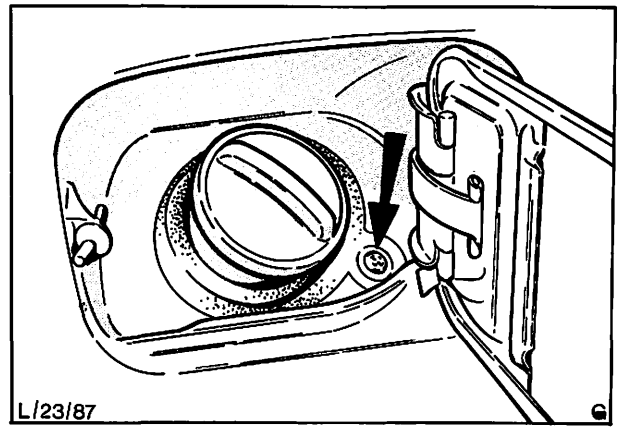

Abb. 192 Befestigungsschraube – Einfüllstutzen
4. Tankdeckel öffnen und Befestigungsschraube – Einfüllstutzen entfernen, Abb. 192.